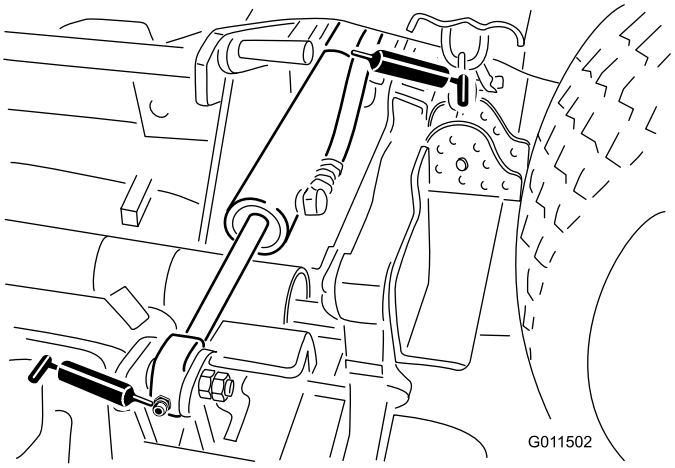

Figura 48
Cilindros de elevación de las unidades laterales (4) (Figura 48)